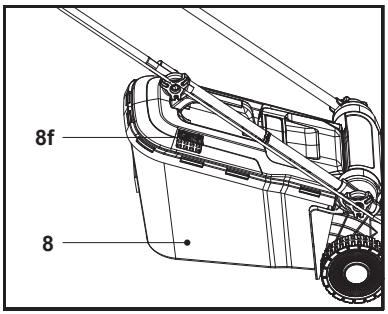

Fig. 10
1. Tant que la trappe (8f) est ouverte, le bac de ramassage (8) peut encore recueillir de l'herbe (Fig. 10).